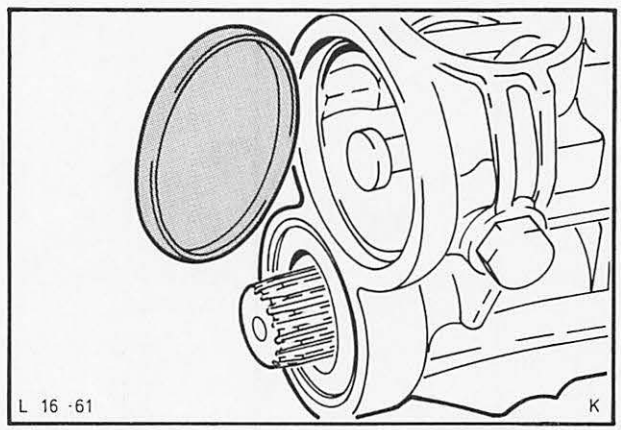

Abb. 77 Verschlußdeckel – Schaltwelle einsetzen
58. Verschlußdeckel – Schaltwelle in die Getriebeverlängerung einsetzen und mit 3 Körnerschlägen, auf den Umfang verteilt, sichern, Abb. 77.